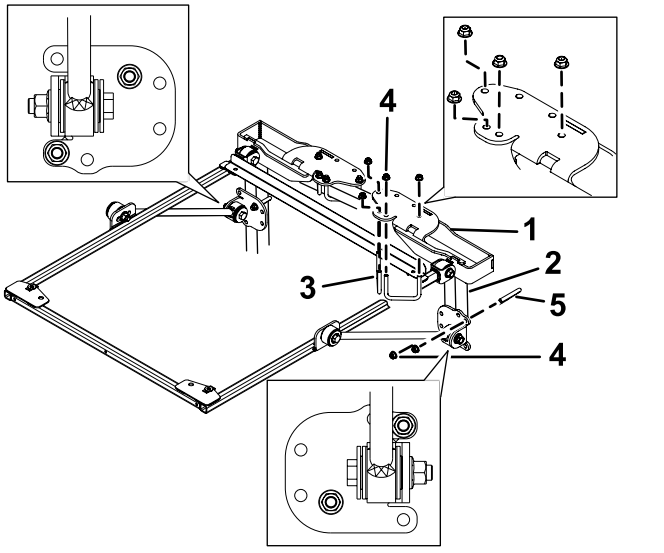

Figure 32
4. Position the ROPS-mounting brackets onto the top of the traction unit roll bar (Figure 32). Make sure that the roll bar is centered in the ROPS-mounting brackets.
5. Using the mounting holes shown in Figure 32, mount each ROPS-mounting brackets to the top of the roll bar with 2 U-bolts (2-3/4 inches) and 4 flange nuts.
6. Using the mounting holes shown in Figure 32, loosely secure each of the brace brackets to the roll bar posts with a U-bolt (4 inches) and 2 flange nuts.